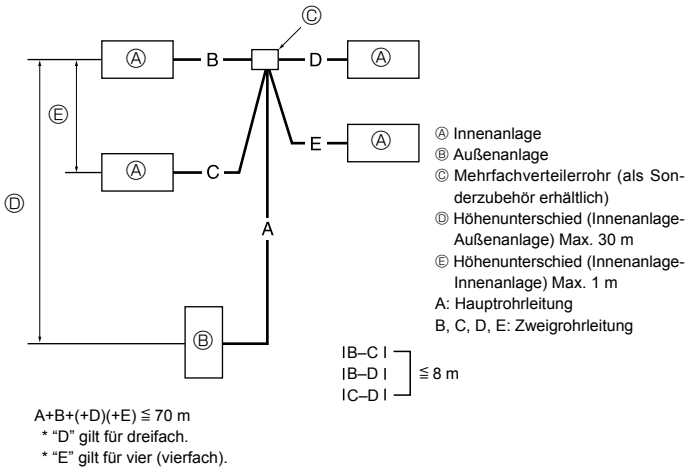

Fig. 4-9
4.7. Für Doppel-/Dreifach-/Vierfachkombination (Fig. 4-9)